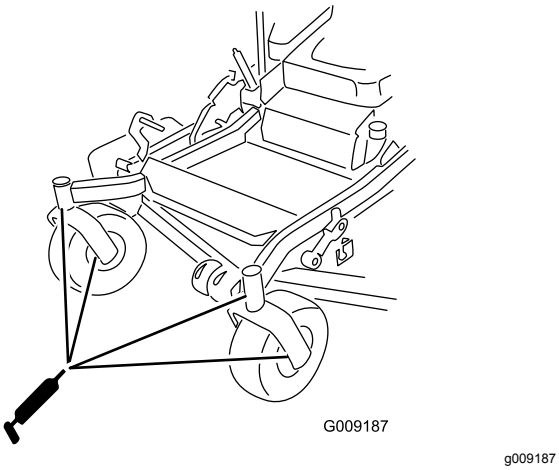

Figur 48
12. Monter den sekskantede prop og støvhætte (Figur 48).